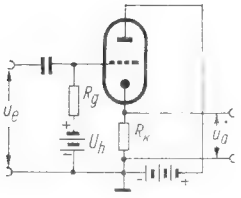

Bild 3. Einstellung des richtigen Arbeitspunktes durch eine Hilfsspannung
D. Erweiterung der Prinzipschaltung (Bild 3 und 4)
Schaltung Bild 3: Anwendung einer positiven Hilfsspannung